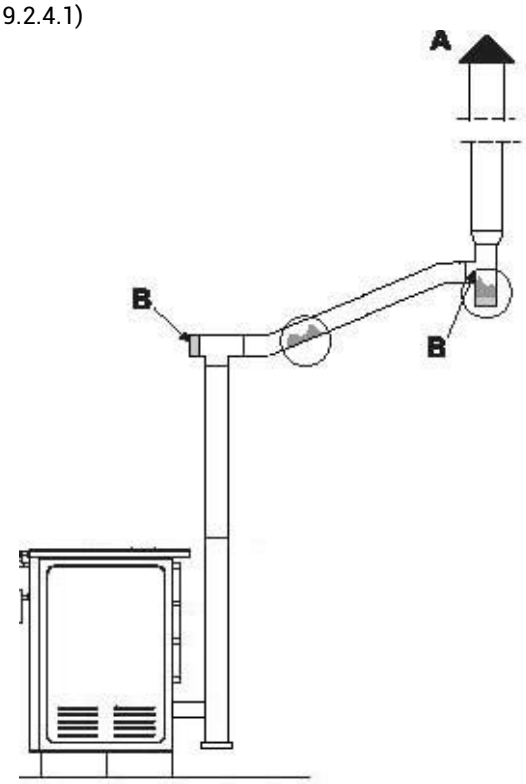

FIG.9.2.4.1
A) Valve against the wind (Figure 9.2.4.1)
B) Access eye (Figure 9.2.4.1)